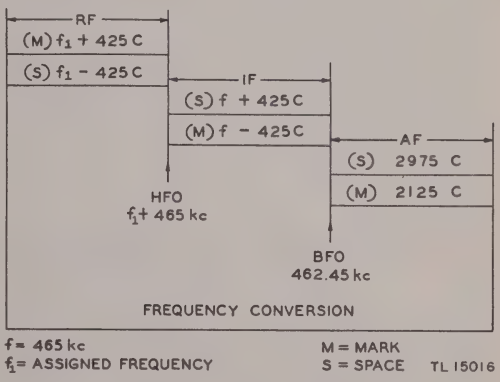

Figure 17. Frequency conversion.
e. Radio Teletype Frequency Conversion System. See figure 17.
(1) If, for example, the assigned carrier frequency were 12,000 kc, the transmitter would be adjusted to provide the following mark and space frequencies: